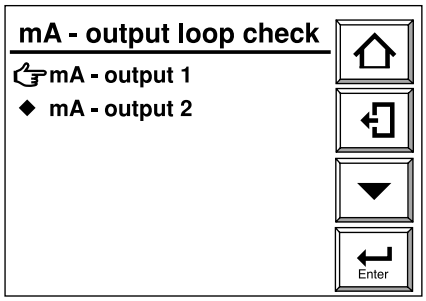

Figura 7.15.1 Display "mA-output loop check"
(1) Premere il tasto Configurazione nel display base per visualizzare il display Esecuzione/Configurazione. Selezionare quindi Maintenance nel display Esecuzione/ Configurazione.
(2) Selezionare "mA-output loop check" nel display Maintenance per visualizzare il display "mA-output loop check" che consente di controllare le uscite "mA-output " e "mA-output2." Selezionare l'uscita desiderata su cui effettuare il controllo (Vedi figura 7.15.1).
(3) Immettendo il valore nel display immissione dati numerici, la corrente dell'uscita passa a 4 mA (valore di default). Se è stata immessa la corrente desiderata, verrà fornita l'uscita corrispondente.